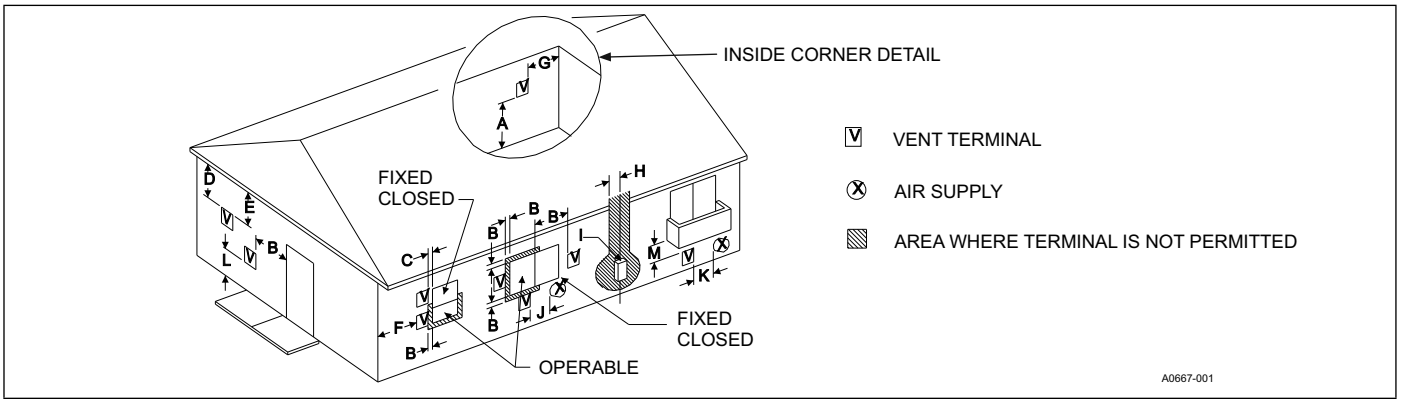

**Figure 28:** Home layout
**Important:** *The vent must be installed with the minimum clearances as shown in* **Figure 28** *and must comply with local, state, regional codes and requirements.*